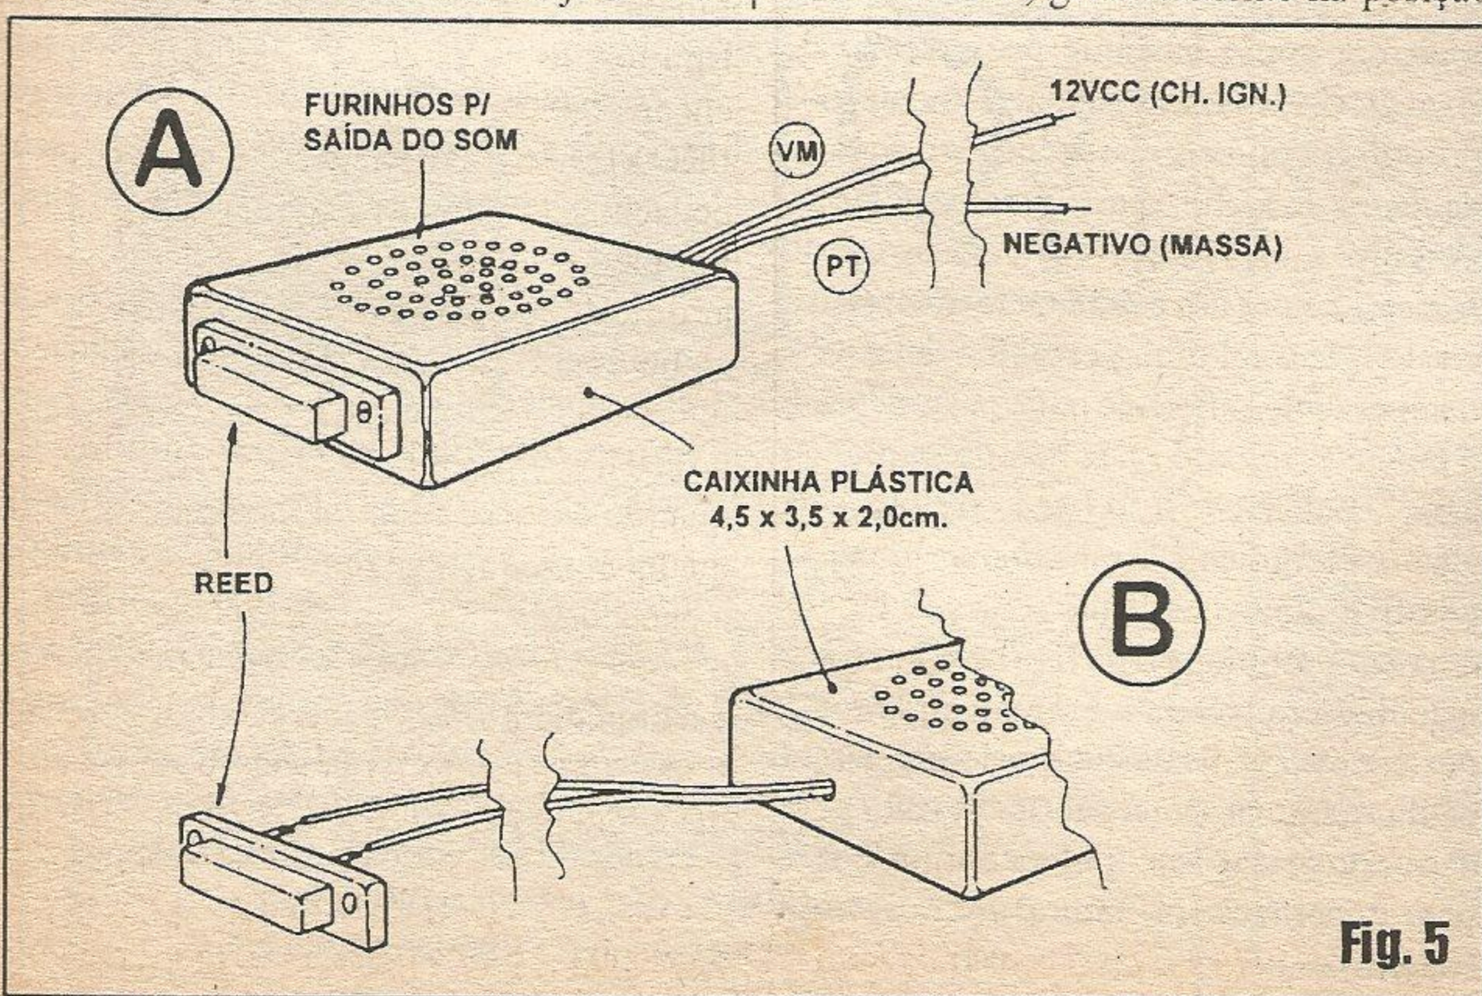

Fig. 5
**- FIG. 5 - SUGESTÃO DE ACABAMENTO E OPÇÕES PAFA FIXAÇÃO/LOCALIZAÇÃO DO *REED*...** - Em